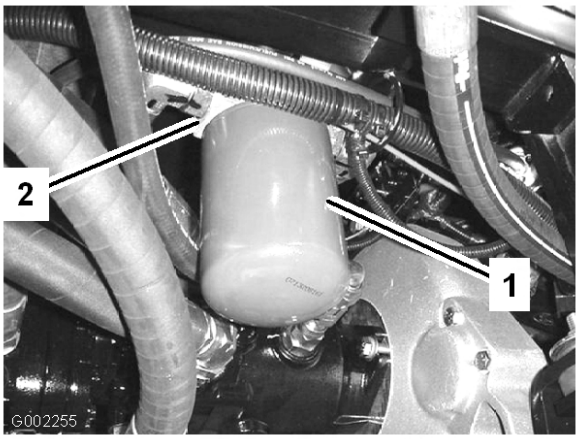

Figur 58
2. Rengør det område, hvor filteret monteres (Figur 58).
4. Fjern filteret (Figur 58).
5. Smør den nye filterpakning (Figur 58).